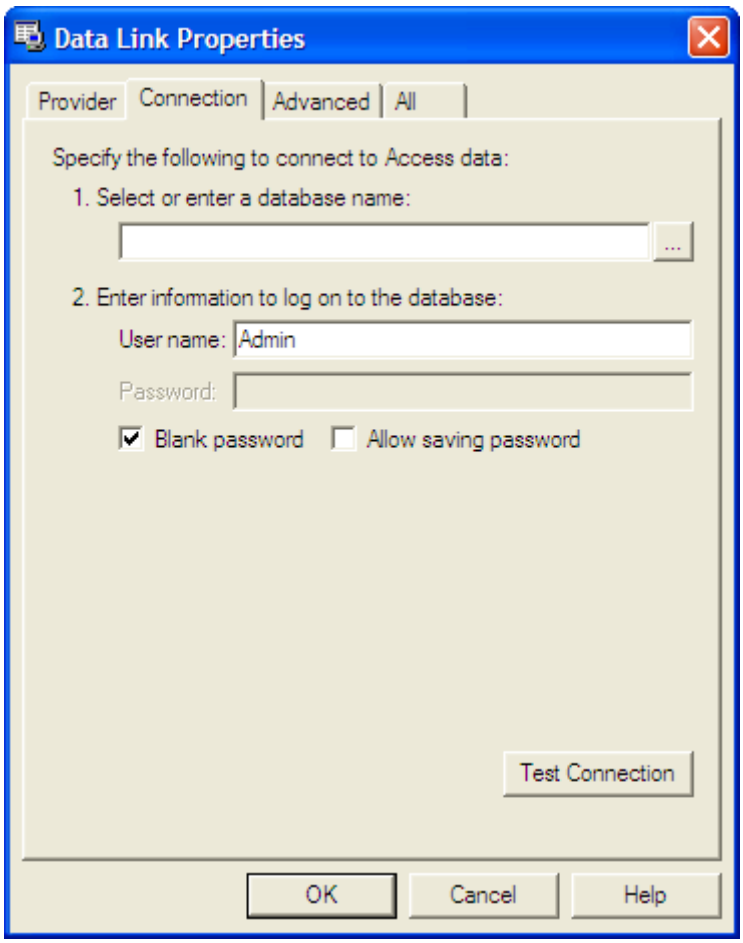

Figure 9.4-4. Selecting the pathname of the main database file
a. manually enter the pathname (Figure 9.4-4);